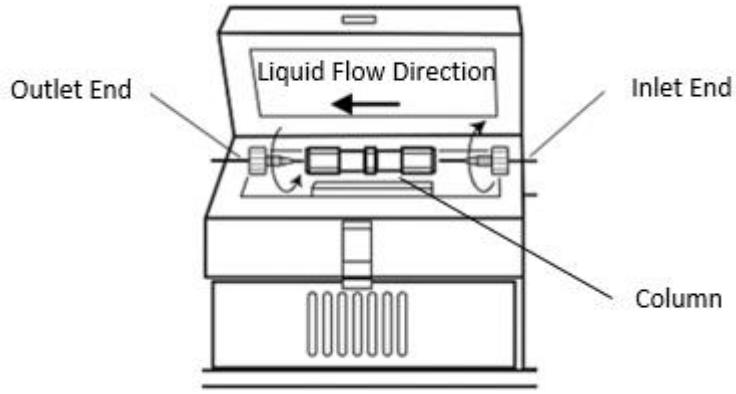

Figure 6-1 Replacement of Column
(5) Refer to the arrow label on the new column and make sure the direction is the same as the liquid flow direction (which should point to the left “←”). Then, connect and tighten the screw on the inlet end of the new column (Figure 6-1).
(6) Place a wiping paper at the outlet end of the new column to prevent the liquid flowing out from leaking to the analyzer.
(7) From the main screen, select **MAINTAIN**.
(8) From the "Routine Maintain" panel, check any one of the elution buffers, e.g. A, and then click **Pump**.
(9) After confirming that there is liquid flowing out from outlet end of the column, click **Pump** again stop the pump.
(10) Connect and tighten the screw on the outlet end of the column (Figure 6-1).
(11) From the "Routine Maintain" panel, check one of the elution buffers, e.g. A, and click **Pump** to start the pump again. Check whether the pressure rises and becomes stable rapidly and that there is no liquid leakage at both ends of the column. Then click **Pump** again to stop the pump.